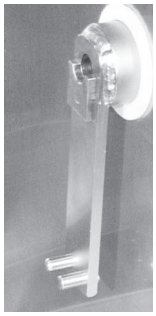

Fig. 1
STEP 1: Stop the drive arm so it is in the down position (Fig. 1).